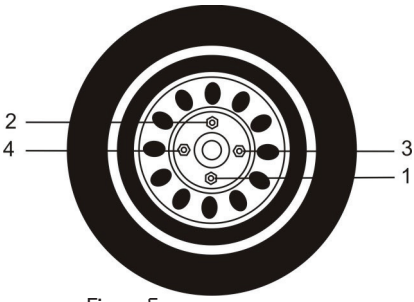
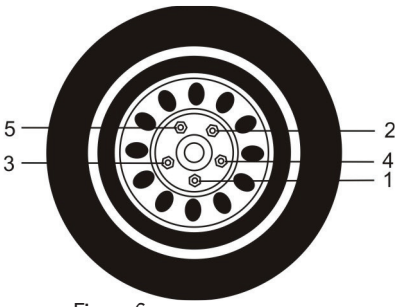

Figure 5
Figure 6
4. Placer la douille à chocs sur l'écrou de roue inférieur (1) (Figures 5 et 6).
MISE EN GARDE : Serrer les écrous de roue selon l'ordre indiqué à la figure 5 (modèle à 4 goujons) ou à la figure 6 (modèle à 5 goujons). Il est primordial de suivre l'ordre indiqué afin d'éviter la déformation des disques ou des tambours de frein.